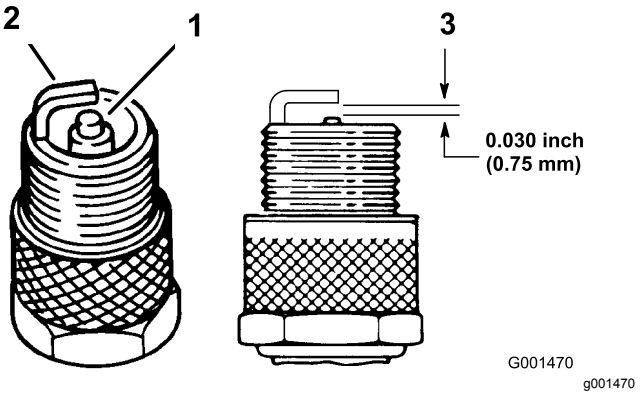

Figuur 39
1. Bekijk de binnenkant van de bougie (Figuur 39). Als de isolator lichtbruin of grijs is, werkt de motor naar behoren. Een zwarte laag op de isolator duidt meestal op een vuil luchtfilter.
3. Controleer de afstand tussen de centrale elektrode en de massa-elektrode (Figuur 39).
Opmerking: Verbuig de massa-elektrode (Figuur 39) om de juiste afstand in te stellen indien dit nodig is.
3. Sluit de bougiekabel aan op de bougie (Figuur 39).